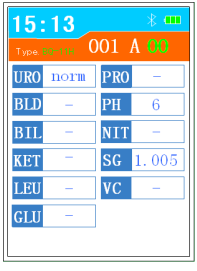

Figure 3-3 Le test est terminé
4. La mesure est terminée, afficher et mémoriser le résultat du test. Comme illustré à la figure 3-3.